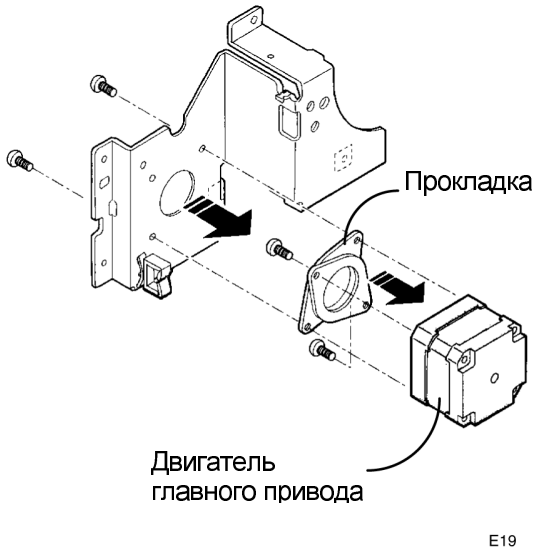

Рисунок 3. Снятие двигателя главного привода
6. (Рисунок 3): Снимите двигатель главного привода и прокладки двигателя.